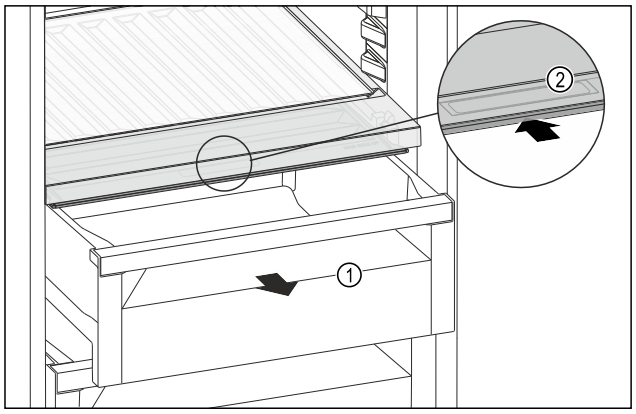

Fig. 215
▶ Extrageți sertarul *Fig. 215 (1)*.
▶ Prindeți mânerul încastrat *Fig. 215 (2)* de la capacul compartimentului și glisați concomitent capacul compartimentului spre partea posterioară.